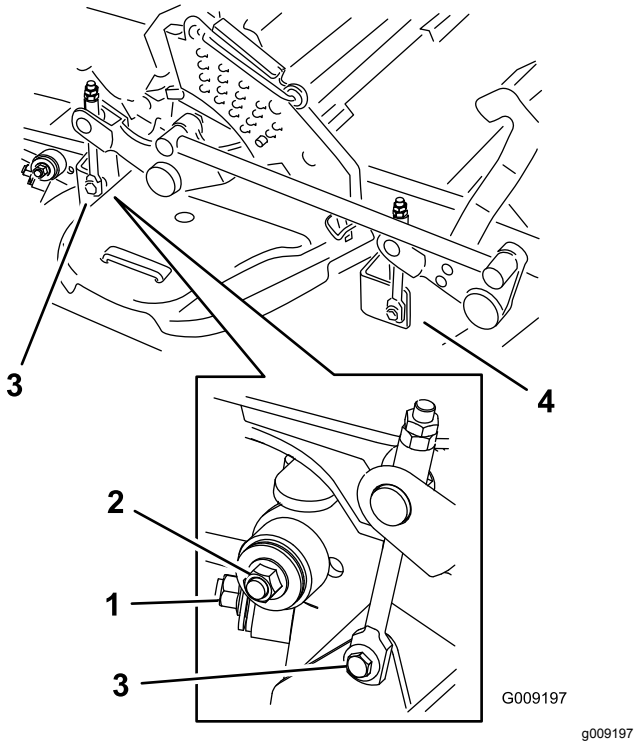

Figur 107
7. Ta bort och håll reda på beslagen på däckets båda sidor (Figur 107).